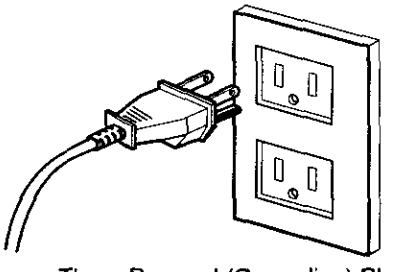

Figure 2
- Place the plug into a properly installed and grounded outlet. See Figure 2.